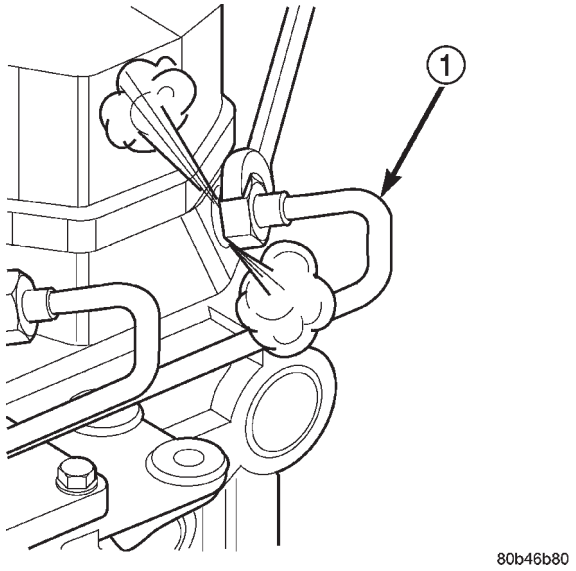

Fig. 15 Inspecting Injector Operation
(2) Note RPM drop for each cylinder. As an alternative, loosen high-pressure fuel line fitting at fuel injector connector tube (Fig. 15). Listen for a change in engine speed. After testing, tighten line fitting to 40 N·m (30 ft. lbs.) torque. If engine speed drops, injector was operating normally. If engine speed remains same, injector may be malfunctioning. Test all injectors in same manner one at a time.
(3) Once injector has been found to be malfunctioning, remove it from engine and test it. Refer to Fuel Injector Removal/Installation.